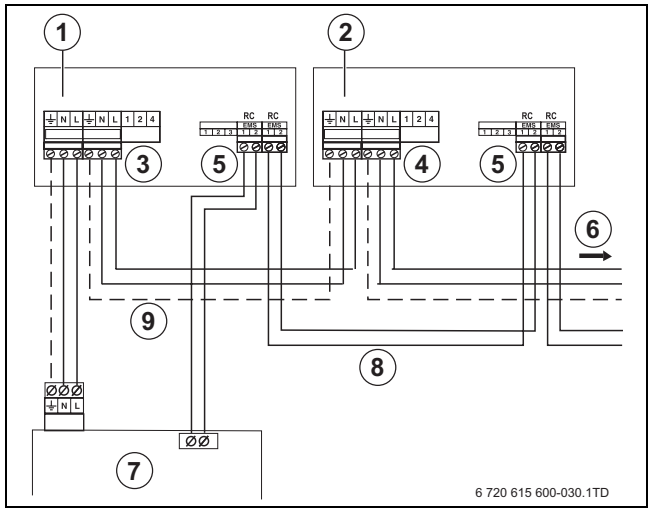

Rys. 38 Podłączenie kilku modułów
- ▸ Podłączyć kabel sieciowy 230 VAC [3-4] pierwszego modułu funkcyjnego [1] do następnego modułu [2] (→ rysunek 38).